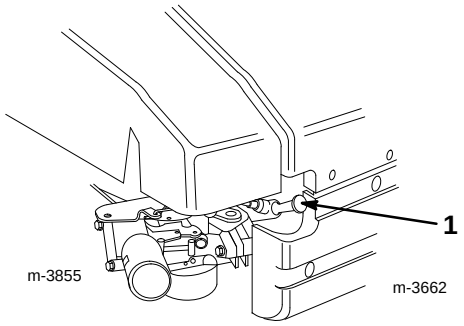

Afbeelding 9
1. Haal de bougiekabel van de bougie (Afb. 9).